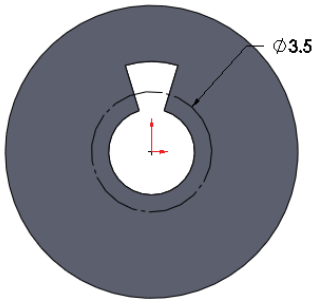

Figure 2-38 *Construction circle*
5. Choose the **Construction Geometry** button from the pop-up toolbar; the selected circle is converted into a construction circle, refer to Figure 2-38. Alternatively, you can select the **For construction** check box from the **Options** rollout of the **Circle PropertyManager** to draw a construction circle.